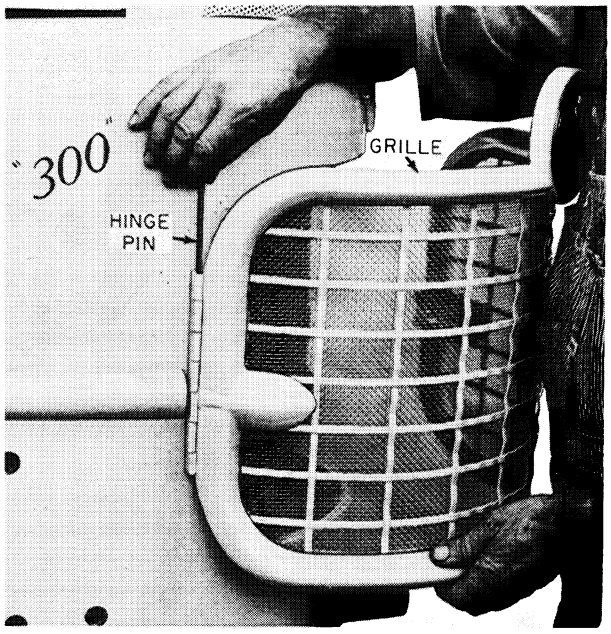

Fig. 2. Removing Grille Door
c. Extract hinge pin and remove radiator grille. Extract 3/16" x 1/2" round head screws and take out spacer bar. Fig. 2.